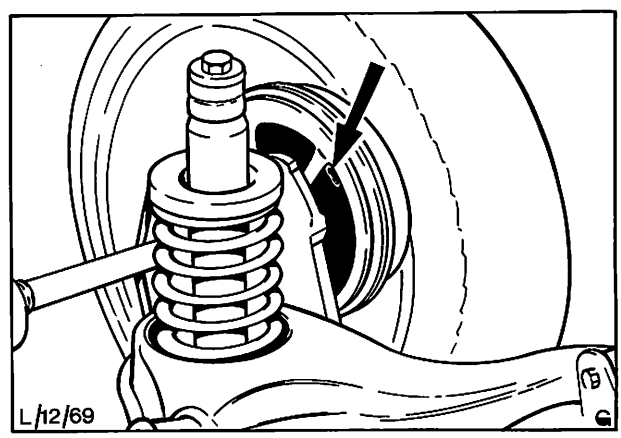

Abb. 17 Schauloch zur Prüfung der Hinterradbremse
1. Gummistopfen aus Hinterradbremsträger entfernen, Abb. 17. Durch die freiwerdende Öffnung ist die vordere Bremsbacke sichtbar, deren Belag schneller verschleißt als der Belag der hinteren Backe.